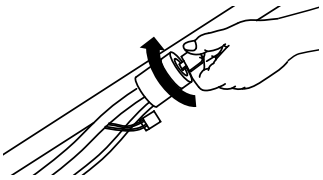
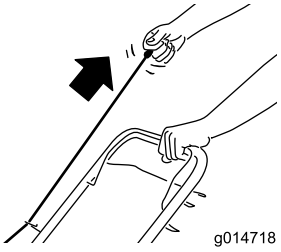

Figuur 15
Figuur 16
2. Draai het contactsleuteltje (uitsluitend modellen met elektrisch startsysteem; zie Figuur 15) of trek aan de handgreep van het startkoord (Figuur 16).